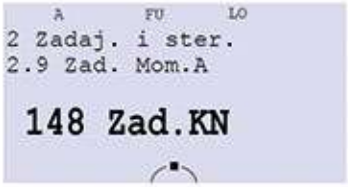

Rys. 9.2 - Uaktywnienie KN dla sterowania A
Aby uaktywnić Kalkulator nawijakowy (KN) należy par. 2.9 (dla sterowania A) lub par. 2.10 (dla sterowania B) ustawić na „Zad.KN" (rys. 9.2).